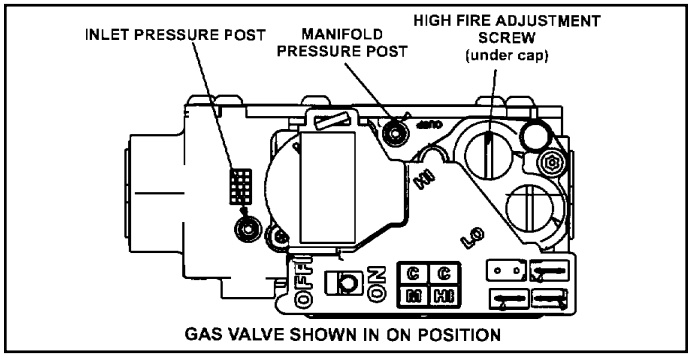

Figure 77.
6. Move gas valve switch to OFF. See Figure 77.
8. Move gas valve switch to ON. See Figure 77.
An inlet pressure post on the inlet side of the gas valve provides access to the supply pressure. See Figure 77. Back out the 3/32 Hex screw one turn, connect a piece of 5/16” tubing and connect to a manometer to measure supply pressure.
1. A manifold pressure post located on the gas valve provides access to the manifold pressure. See Figure 77. Back out the 3/32 Hex screw one turn, connect a piece of 5/16” tubing and connect to a manometer to measure supply pressure.